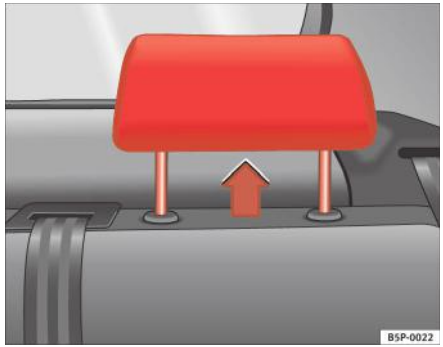

Fig. 5 Tetiere în poziție corectă
– Trei poziții pentru **utilizare** ⇒ fig. 5. În aceste poziții, tetierele sunt utilizate în mod normal, protejând pasagerii împreună cu centurile de siguranță.